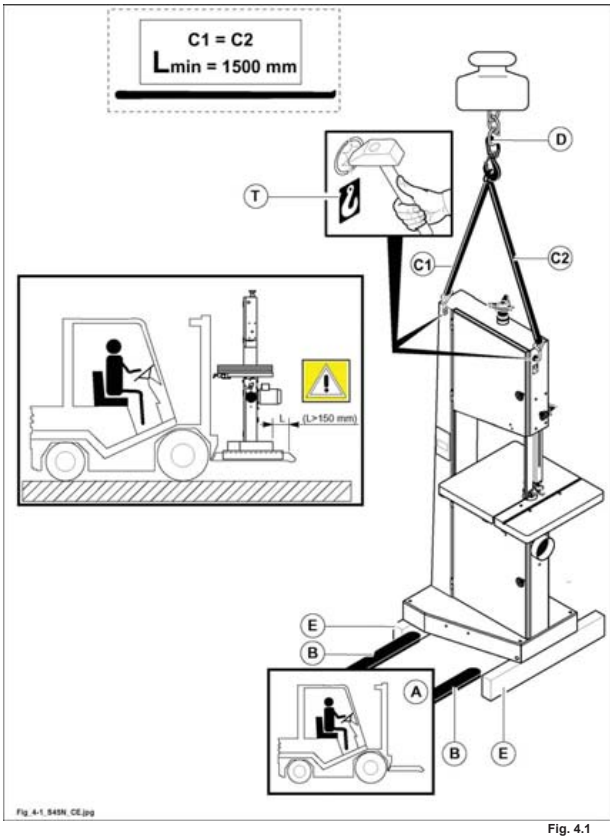

Fig. 4.1
– aprire le forature già predisposte e segnalate dall'apposita targhetta (T fig. 4.1), come indicato in figura;
– predisporre le cinghie (C fig. 4.1) di ugual lunghezza e portata adeguata (lunghezza minima cinghie 1500 mm);
– agganciare le cinghie al carro ponte (D fig. 4.1) di portata adeguata;
– procedere all'assestamento delle cinghie (C fig. 4.1), muovendo il carro ponte con brevi spostamenti fino al raggiungimento della condizione di stabilità ottimale;
– predisporre un carrello elevatore (A fig. 4.1) di portata adeguata;
– inserire le forche (B fig. 4.1) come da figura (tenendole accostate ai due piedi (E fig. 4.1) e verificare che queste fuoriescano di almeno 15 cm dalla parte posteriore del basamento.